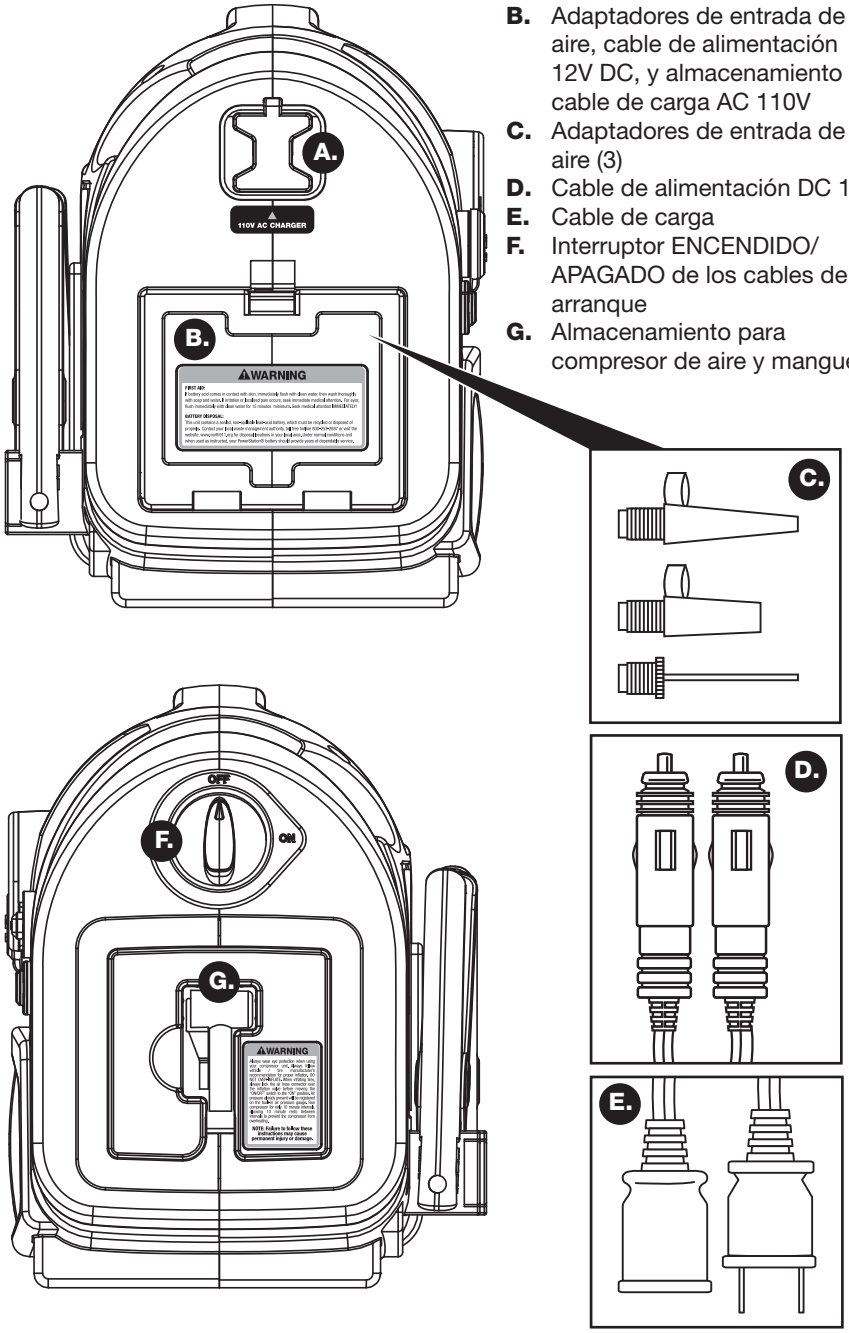

Figura 1
1. Usando la pestilla de dedo, sujete la boquilla del inflador al eje de la válvula (ver la figura 1 en la página 20 para la ubicación F).